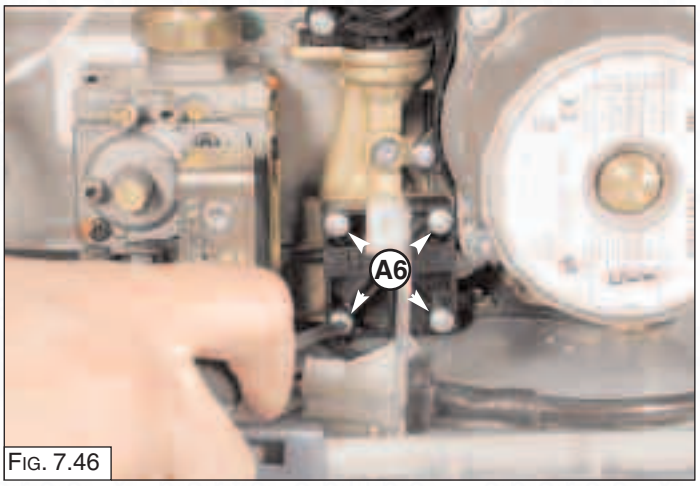

Fig. 7.46
*2.* Unscrew the four screws “A6” (Fig. 7.46);